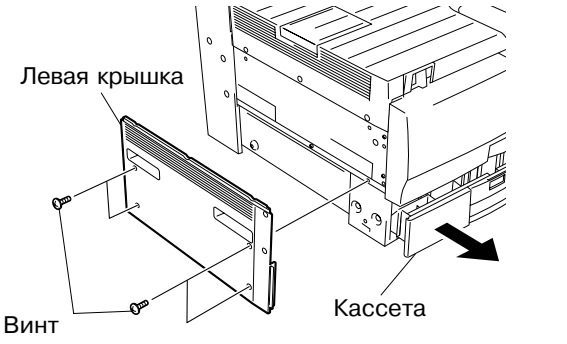

Рис. 2-6-13
3. Снимите левую крышку. (См. Рис. 2-6-13)